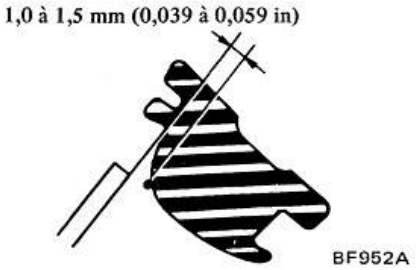

Fig. BF-39 Réglage latéral de la vitre
2. Régler les vis de réglage inférieures de la glissière de telle sorte que son extrémité supérieure soit 1,0 à 1,5 mm (0,039 à 0,059 in) au-delà du point inférieur du joint d'étanchéité. Voir Figure BF-39.